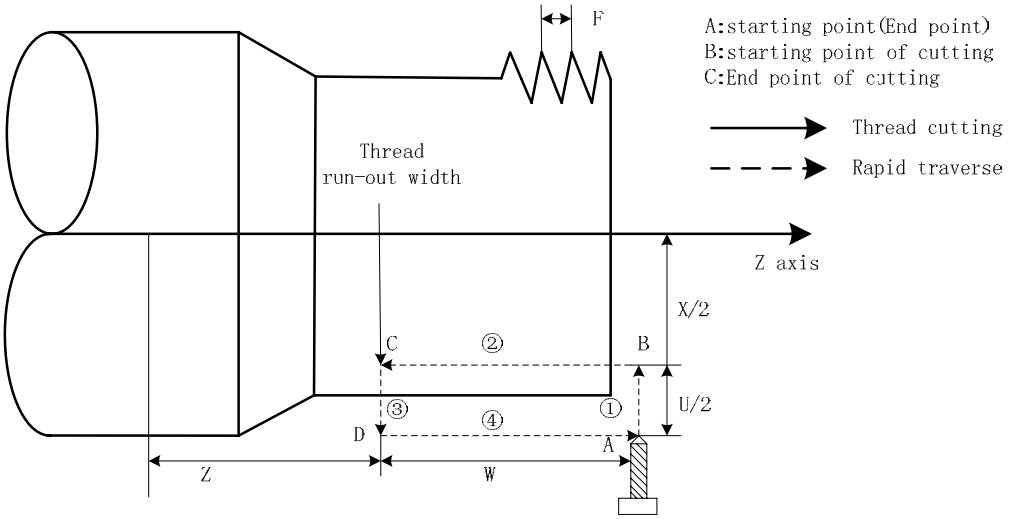
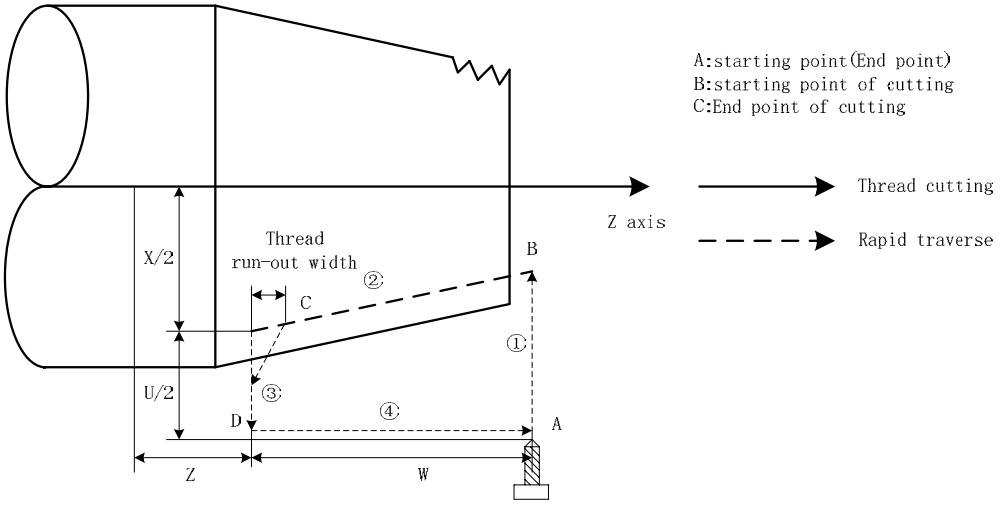

Fig. 3-88
Fig. 3-89
Command function: Tool infeeds in radial(X) direction and cuts in axial(Z or X, Z) direction from starting point of cutting to realize straight thread, taper thread cutting cycle with constant thread pitch. Thread run-out in G92: at the fixed distance from end point of thread cutting, Z executes thread interpolation and X retracts with exponential or linear acceleration, and X retracts at rapidly traverse speed after Z reaches to end point of cutting as Fig. 3-88.
Cycle process: straight thread as Fig.3-88 and taper thread as Fig.3-89.